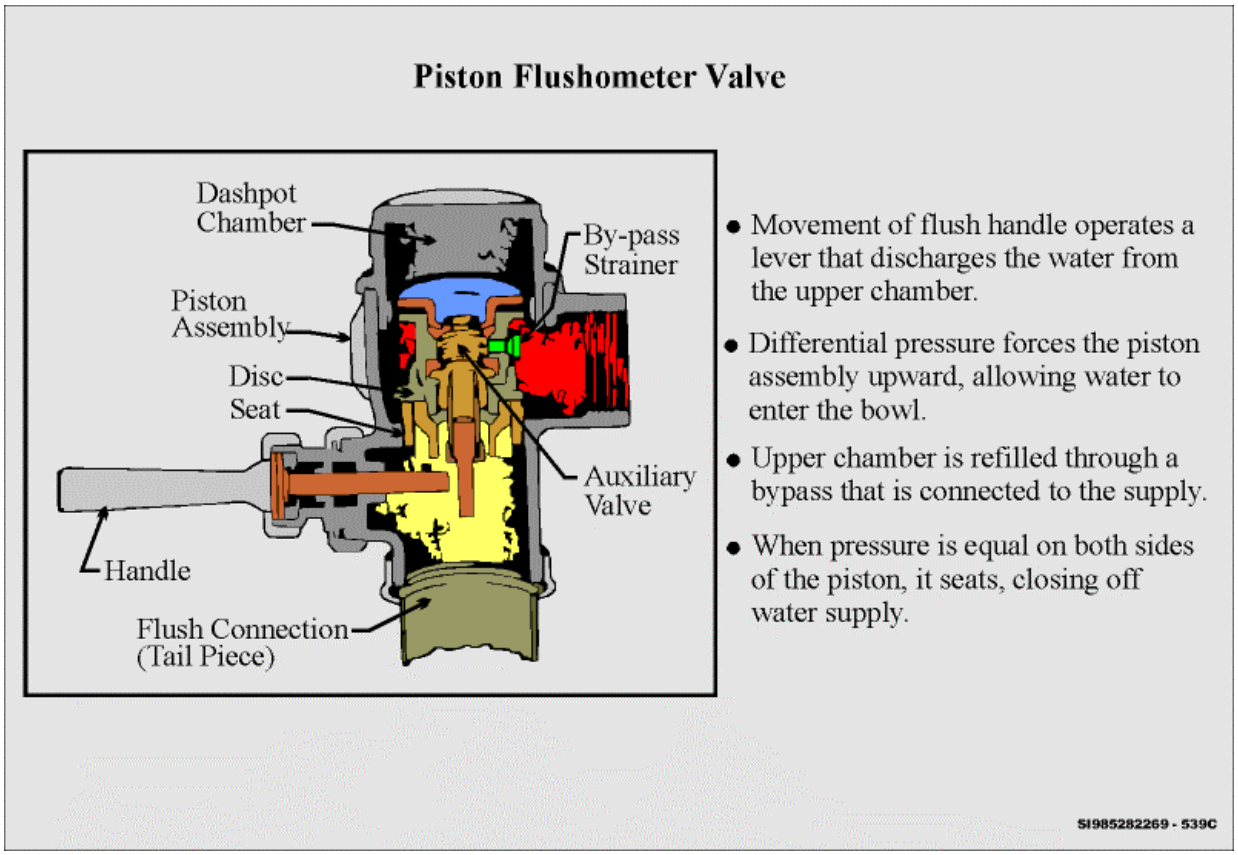

**Figure 1. Piston Type Flushometer**
**1.1.** The **piston** type flushometer has a hollow piston that separates the water in the dashpot chamber from the lower chamber. When the handle is activated the water is discharged from the dashpot chamber. The difference in pressure between the dashpot and the lower chambers forces the piston assembly upward allowing the water to enter the fixture. The dashpot chamber is filled through a bypass in the piston. The bypass is connected to the water supply. When the water pressure equalizes on both sides of the piston, the piston will seat, closing off the water supply. (See Figure 1.)